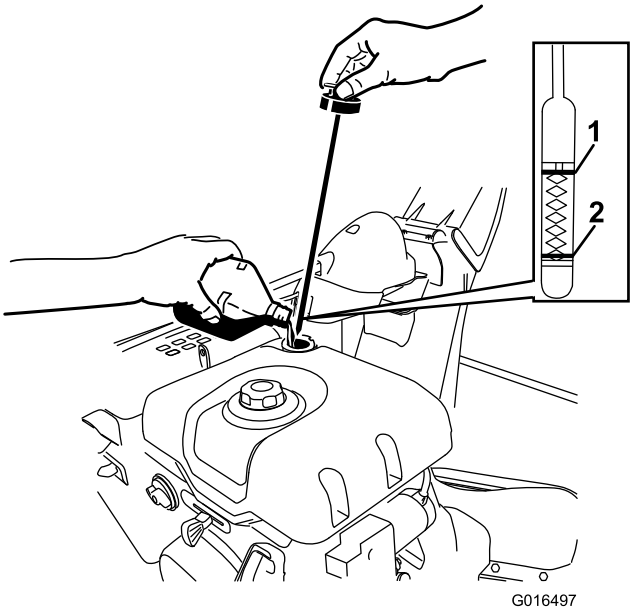

Figur 20
1. Fjern målepinden ved at dreje dækslet mod uret, og hæld **langsomt** olie i oliepåfyldningsrøret, indtil oliestanden når op til mærket Full (fuld) på målepinden. **Fyld ikke for meget på.** (Figur 20).